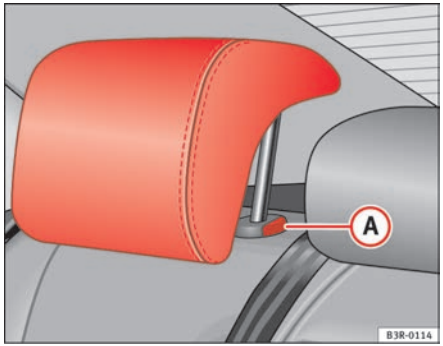

Fig. 111 Outer rear seats: Head restraints
– Press button (A) ⇒ fig. 111 and lower the head restraint.
– Press button (A) ⇒ fig. 111 and pull out the head restraint.